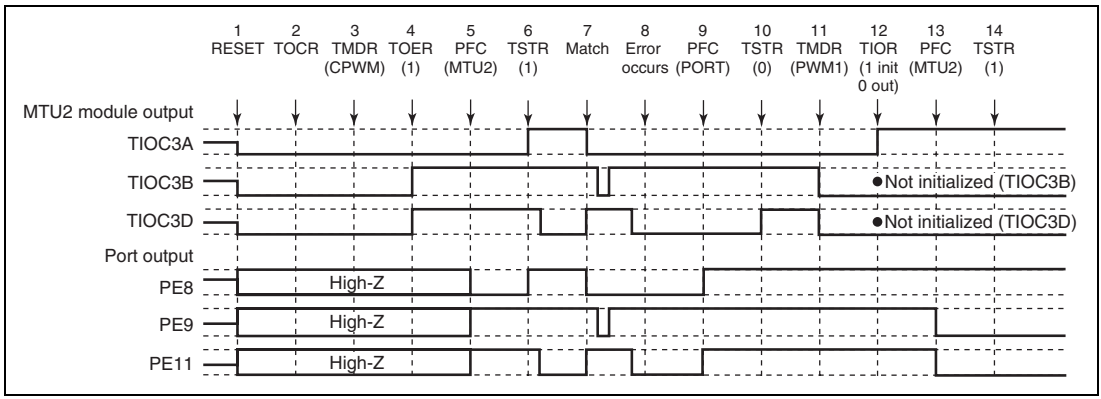

**Figure 10.159 Error Occurrence in Complementary PWM Mode, Recovery in PWM Mode 1**
**Operation when Error Occurs during Complementary PWM Mode Operation, and Operation is Restarted in PWM Mode 1:** Figure 10.159 shows an explanatory diagram of the case where an error occurs in complementary PWM mode and operation is restarted in PWM mode 1 after re-setting.